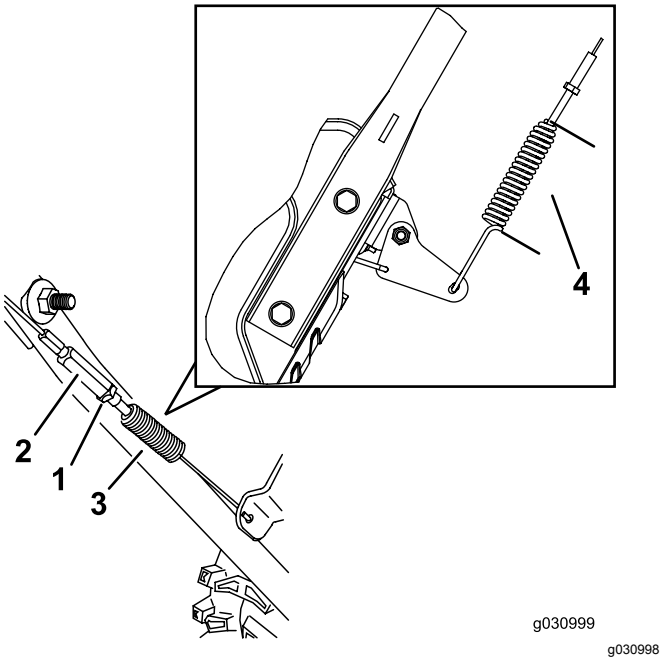

Figur 27
3. Løsne eller stram til spennmutteren for å justere fjærlengden til 5,5 cm som vist i Figur 27.
4. Stram låsemutteren (Figur 27). Påse at det er litt spenning i kabelen.